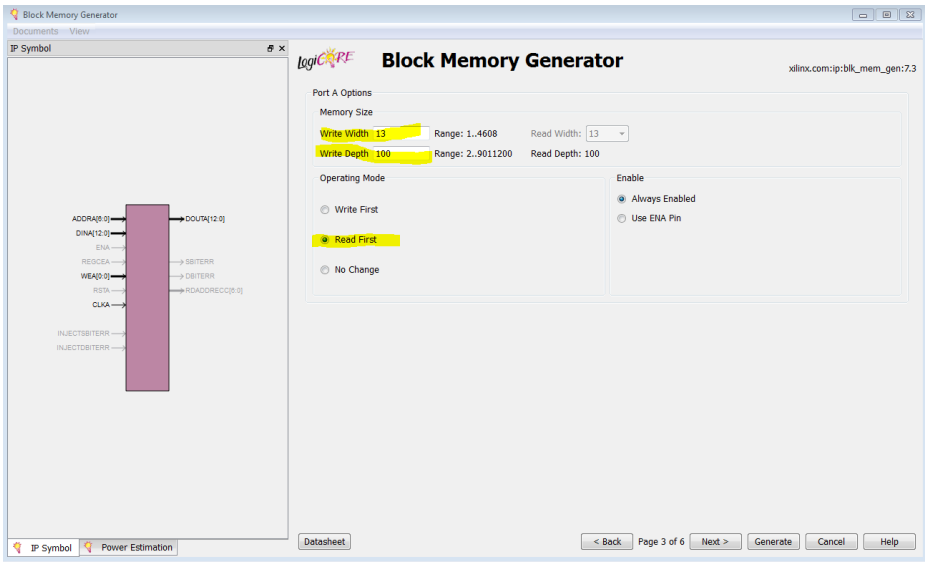

Figure 5-22 *Edit port options*
3. Click Next for the first two pages of the Block Memory Generator, then on page 3 (Port A Options), change the Write Width to 13, the Write Depth to 100, and select Read First, as shown in Figure 5-22. Then click Next.